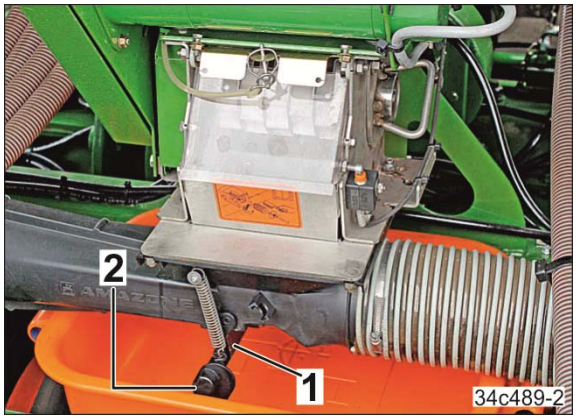

Fig. 116
6. Die Injektorschleusenklappe (Fig. 116/1) öffnen.
Die Injektorschleusenklappe nur am Griff (Fig. 116/2) anfassen, sonst besteht Verletzungsgefahr beim Zuschlagen der federbelasteten Klappe.